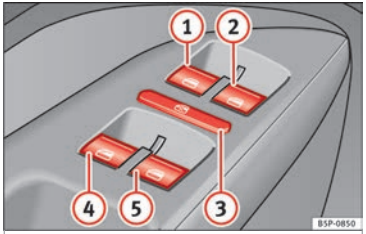

Fig. 55 Detail of the driver door: controls for the front and rear windows.
The buttons ››› Fig. 55 ① and ② have two levels for opening the window and two for closing it. This makes it easier to open and close windows to the desired position.